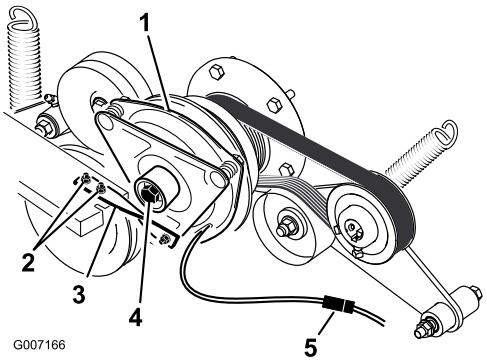

Figur 60
6. Tag koblingsstikket ud (Figur 60).
7. Fjern de to bolte, der fastholder gummikoblingsarmen til plæneklipperrammen (Figur 60).
8. Fjern den midterste bolt, der fastholder koblingen til motorens aksel, og fjern koblingen og nøglen (Figur 60).
15. Mens krumtapakslen holdes på maskinens bagende, monteres midterbolten og spændes til et moment på 68 Nm (Figur 60).
16. Monter gummikoblingsarmen på plæneklipperstellet med de to bolte og møtrikker, du fjernede tidligere (Figur 60).
18. Sæt koblingsstikket i (Figur 60).